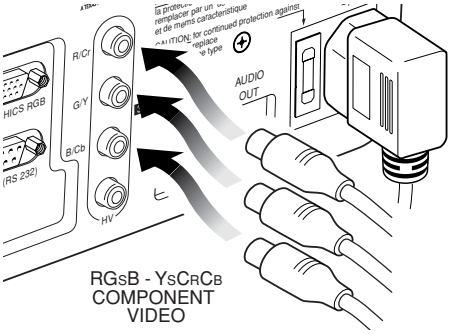

Fig. 20
This input is suitable for a RGB video signal, or for a Component (YCrCb) type, with composite synchronisation on the green signal (RGsB) or on the luminance (Y) signal (YsCrCb) through a cable with RCA/Phono type connector *(Fig. 20)*.